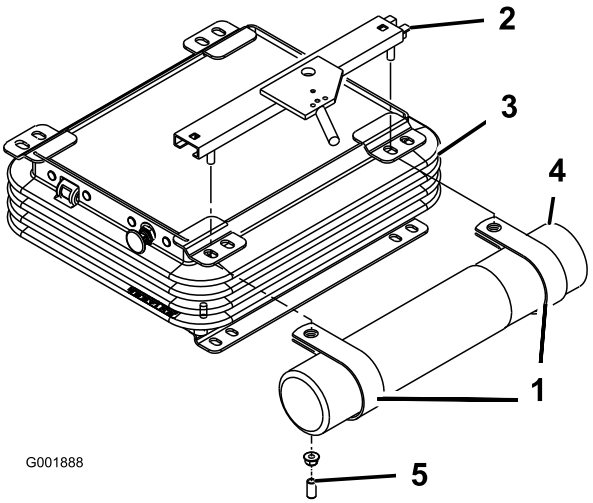

Figur 7
2. Fjern de to mutterne og vinyllokkene (dersom tidligere installert) som fester den øvre setebraketten til den venstre siden av seteopphenget (Figur 7).
3. Monter R-klemmene løst i setebrakettens bolter med de to mutrene som allerede er fjernet. (Figur 7). R-klemmene skal plasseres under seteopphengstappene.
4. Monter håndbokrøret på R-klemmene, og stram mutterne (Figur 7).